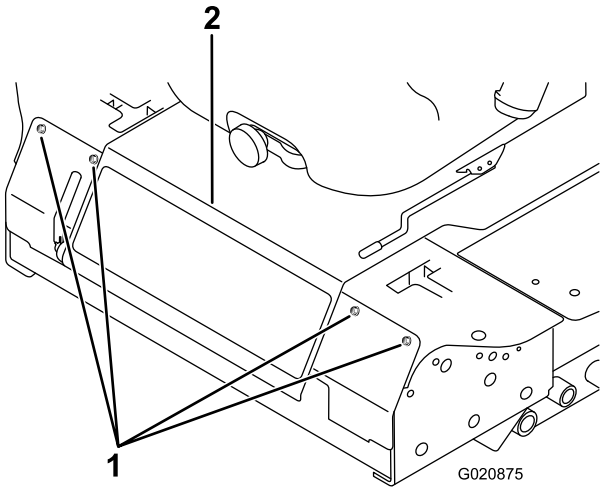

Figur 52
3. Fjern de bolte, der holder frontpanelet fast, og tag panelet af (Figur 52).